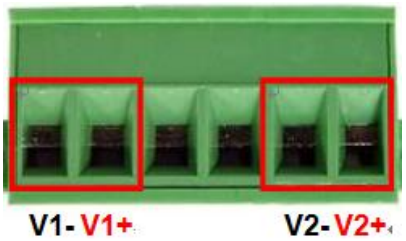

*Figure 2.6*
1. Insert the positive and negative wires into the PWR1 (V1+, V1-) and PWR2 (V2+, V2-) contacts on the terminal block connector as shown below in *Figure 2.6*.